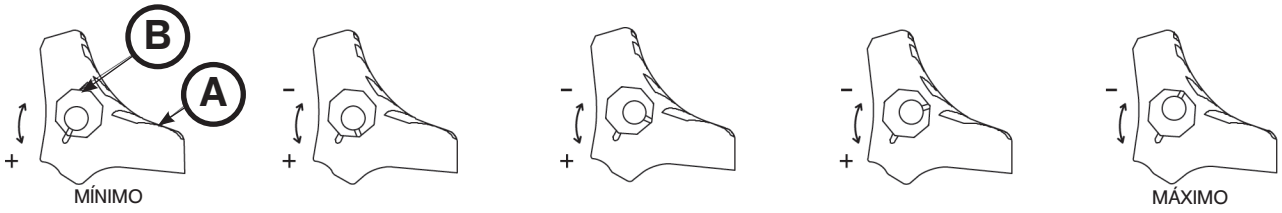

Figura 70
1. Con una llave hexagonal de 5/32" y una llave combinada de 7/16" o trinquete, extraiga el tornillo de cabeza hueca situado en el centro del pedal de freno. El freno se monta con el pedal ajustado al mínimo de la fuerza de freno. La señal en el pedal (A) se alinea con la señal en la pieza octogonal (B) (Figura 70).
2. Extraiga la pieza (B). Gire el buje en sentido antihorario para incrementar la fuerza de freno del pedal y en sentido horario para disminuir la fuerza de freno. Inserte la pieza en el pedal (Figura 70).